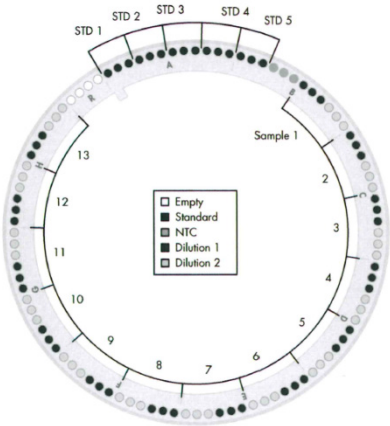
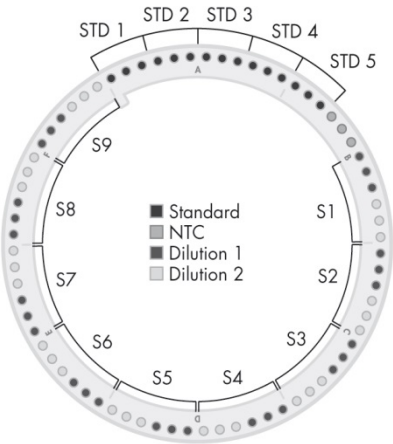

Figure 4. QIAseq Library Quant Assay Kit layout (Format R; Rotor-Disc 100).
Figure 5. QIAseq Library Quant Assay Kit layout (Format R; 72-well Rotor).
8. Add 20 µl PCR components mix per well to three wells (see Figure 4 or Figure 5 for layout) for each sample dilution or standard.